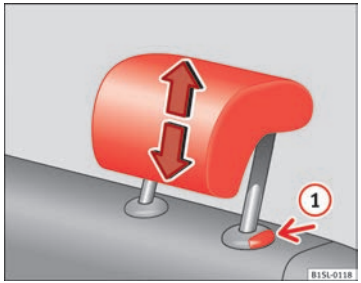

Fig. 32 Removing the rear head restraint.
- Pull the head restraint out of the fitting without releasing the button ⇒ fig. 32 (1).